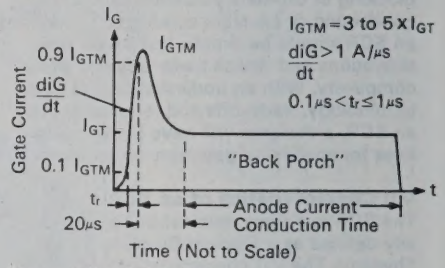
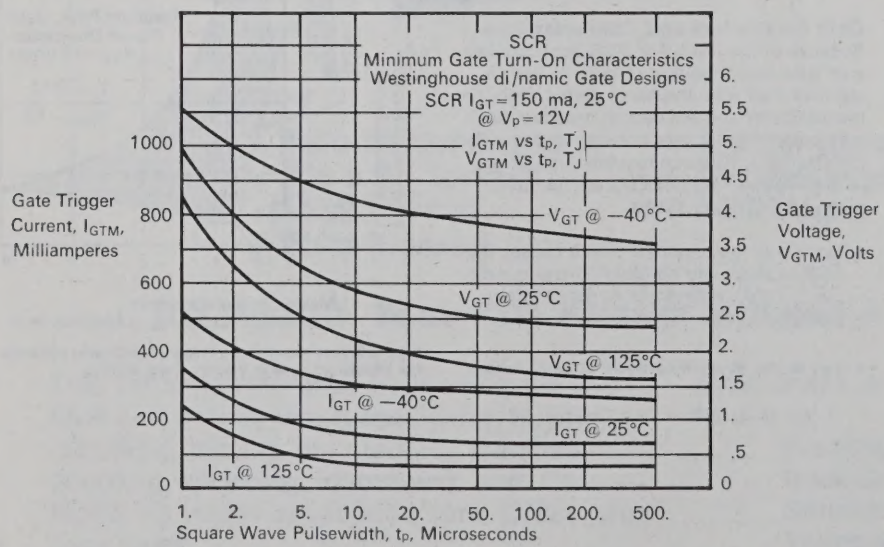

Figure 6. Hard Gate Drive.
Figure 5. Minimum Pulsed Gate Trigger Requirements.
To relate the measured value of dc gate trigger current to pulsed gate operation required in some applications, the following information is needed and is shown in Figure 5. Whether the SCR design is a conventional center fire gate, di/namic gate, or other, it is necessary to increase the gate drive amplitude for pulse widths less than 20 microseconds. This is due to the charge turn-on concept ($q=\int I_{GT}\,dt_p$) described in the referenced literature. The minimum gate trigger requirements versus pulse widths are given with respect to junction temperature. This insures that the SCR will latch on and remain on (if provided in circuit) but is not the optimum gate drive requirements.
Demanding applications where hard gate drive is suggested include inverter and chopper circuits of capacitive type loads where high repetitive di/dt is evident; heavy industrial phase control operation with inductive load (or power factor control) and systems where electrical noise is troublesome requiring noise-immune thyristors and gate signal suppression circuitry (up to I_{GT}). Figure 6 is the suggested Hard Gate Drive for an individual SCR. The cases of anode current conduction interval $\leq$ 20 μs or picket fence gate firing are not shown. Reference must be made to the Minimum Pulsed Gate Trigger Requirements (Figure 5) to obtain the proper value of I_{GT}. This value of I_{GT} is then used for the Hard Gate Drive I_{GTM} determination.
- To minimize △ delay time variations between SCR's, use hard gate drive with as high a gate current risetime (di_G/dt) as possible; ref. Figure 6.